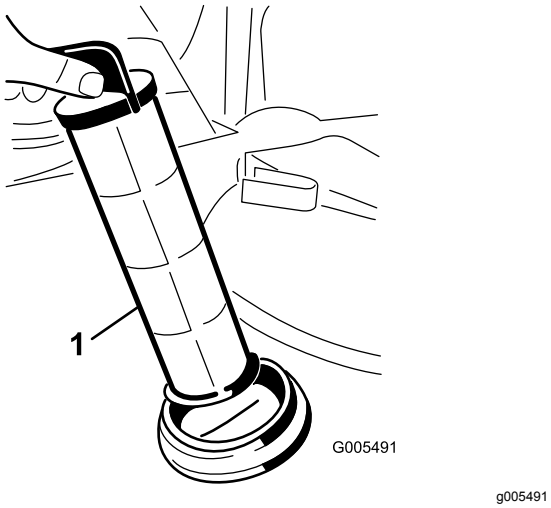

図 42
4. ストレーナハウジングタンク内部からストレーナを取り出す図 42。